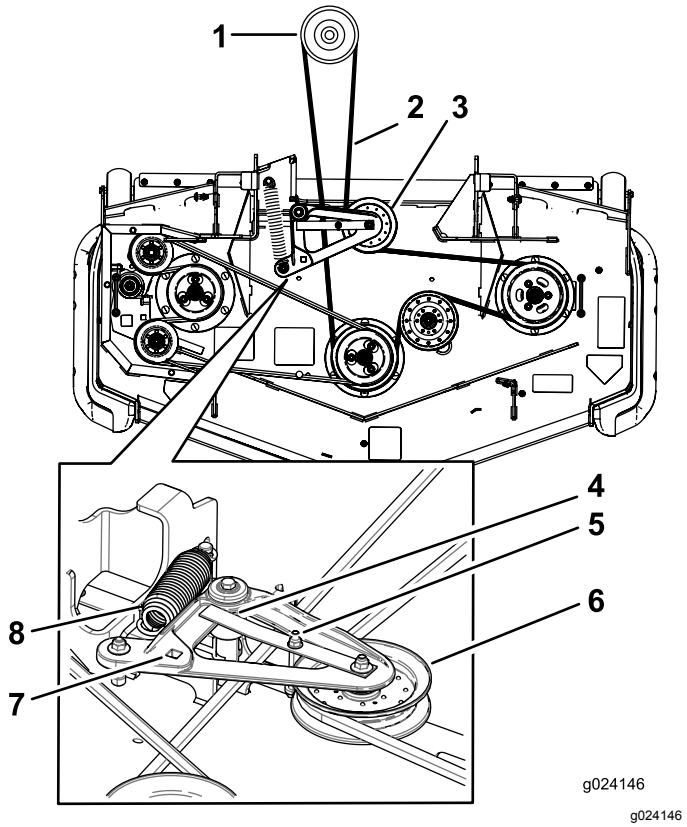

Figur 73
10. Montera den nya remmen runt klipparremskivorna och mellanremskivorna med hjälp av spärrhaken i det fyrkantiga hålet (Figur 73).
8. Använd en spärrhake i det fyrkantiga hålet i mellandrevsarmen för att minska spänningen på mellanremskivfjädern (Figur 73).
10. Lyft remstyrningsfliken och ta bort den befintliga remmen (Figur 73).
11. Montera en ny rem runt klipparremsskivorna och kopplingsskivan under motorn (Figur 73).
12. Rotera och se till att remstyrningsfliken ligger an mot svängnavet (Figur 73).
13. Använd spärrhaken i det fyrkantiga hålet för att montera mellanremskivfjädern (Figur 73).